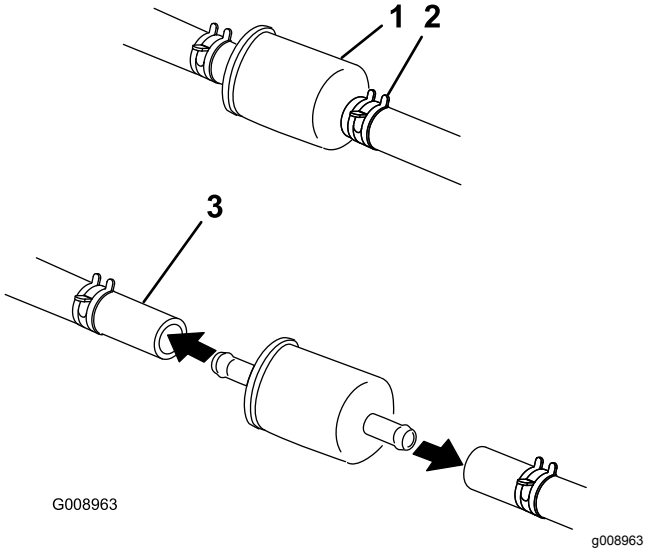

Figur 44
5. Klem sammen endene på slangeklemmene, og skyv dem bort fra filteret (Figur 44).
7. Monter et nytt filter, og skyv slangeklemmene nær opptil filteret (Figur 44).